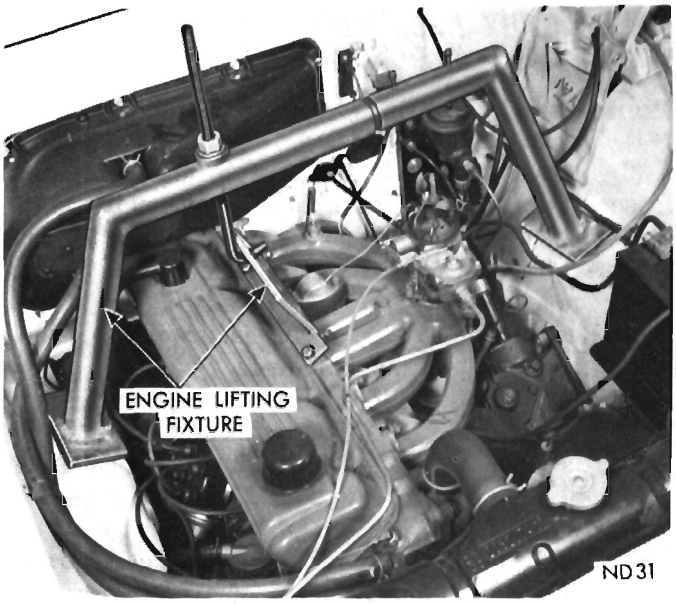

Fig. 38—Engine Lifting Fixture (6 Cyl. Engine)
(11) Disconnect throttle rod from throttle lever on the transmission.
(12) Disconnect oil cooler lines at transmission and remove oil filler tube. Disconnect the speedometer cable.
(13) Disconnect propeller shaft at rear universal joint. Carefully pull shaft assembly out of the extension housing.
(14) Remove rear mount to extension housing bolts.
(15) Install engine support fixture, Tool C-3487 (8 cyl. engine) or Tool C-3809 (6 cyl. engine) and raise the engine slightly (Fig. 38 or 39).
(16) Remove crossmember attaching bolts and remove the crossmember.
(17) Place a transmission service jack under transmission to support the assembly.